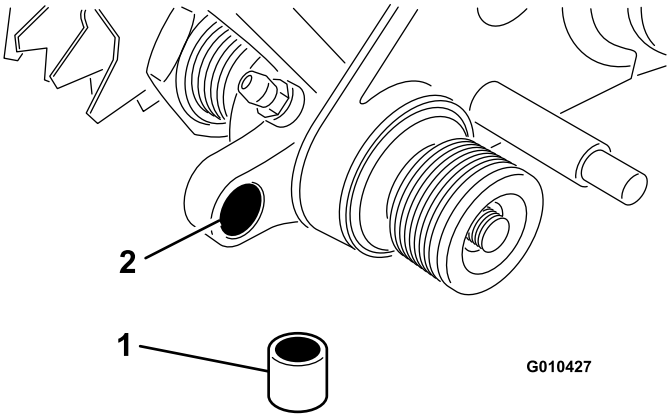

Figur 13
5. Før en hylse inn i hullet på den venste drivenheten (Figur 13).